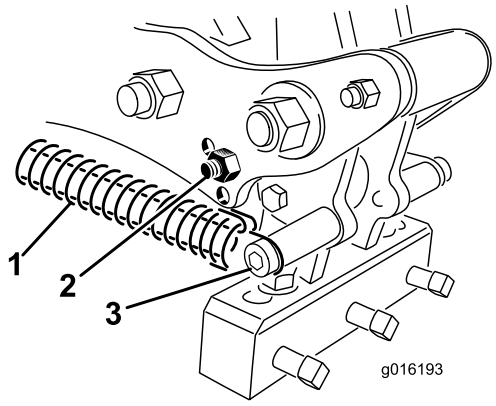

Figur 36
3. Frigør fjederspændingen på tinehovedet (Figur 36).
4. Fjern støddæmperbolten og støddæmperen fra forbindelsesarmen, og sæt dem i det andet justeringshul (Figur 36).